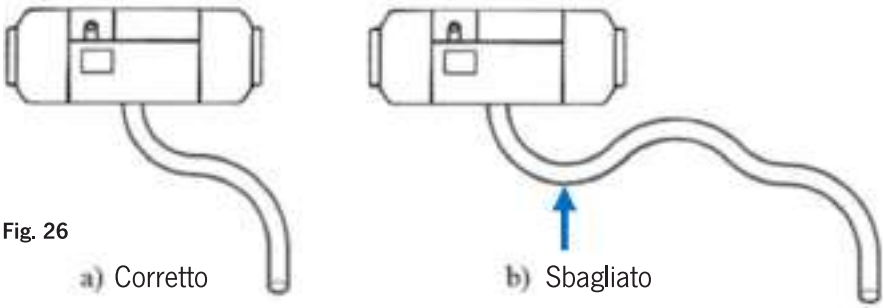

Fig. 26
- ☐ Installare il tubo di ingresso dell'aria di combustione e il tubo di scarico in una direzione continua verso il basso dal riscaldatore, per scaricare l'acqua di condensa.Fig. 26.